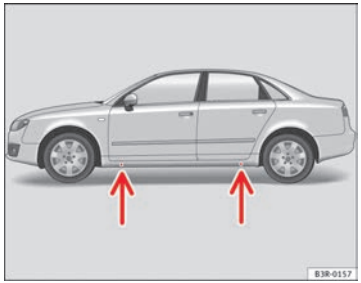

Abb. 183 Radwechsel: Ansetzstellen für den Wagenheber
– Suchen Sie den **Aufnahmepunkt** am Unterholm, der dem defekten Rad am nächsten liegt ⇒ Abb. 183 -Pfeile-.
Am Unterholm kennzeichnen jeweils vorn und hinten Eindrückungen die Stellen, an denen der Wagenheber angesetzt werden darf ⇒ Abb. 183 -Pfeile-. Es gibt für jedes Rad genau *eine* Stelle. An anderen Stellen darf der Wagenheber nicht angesetzt werden.